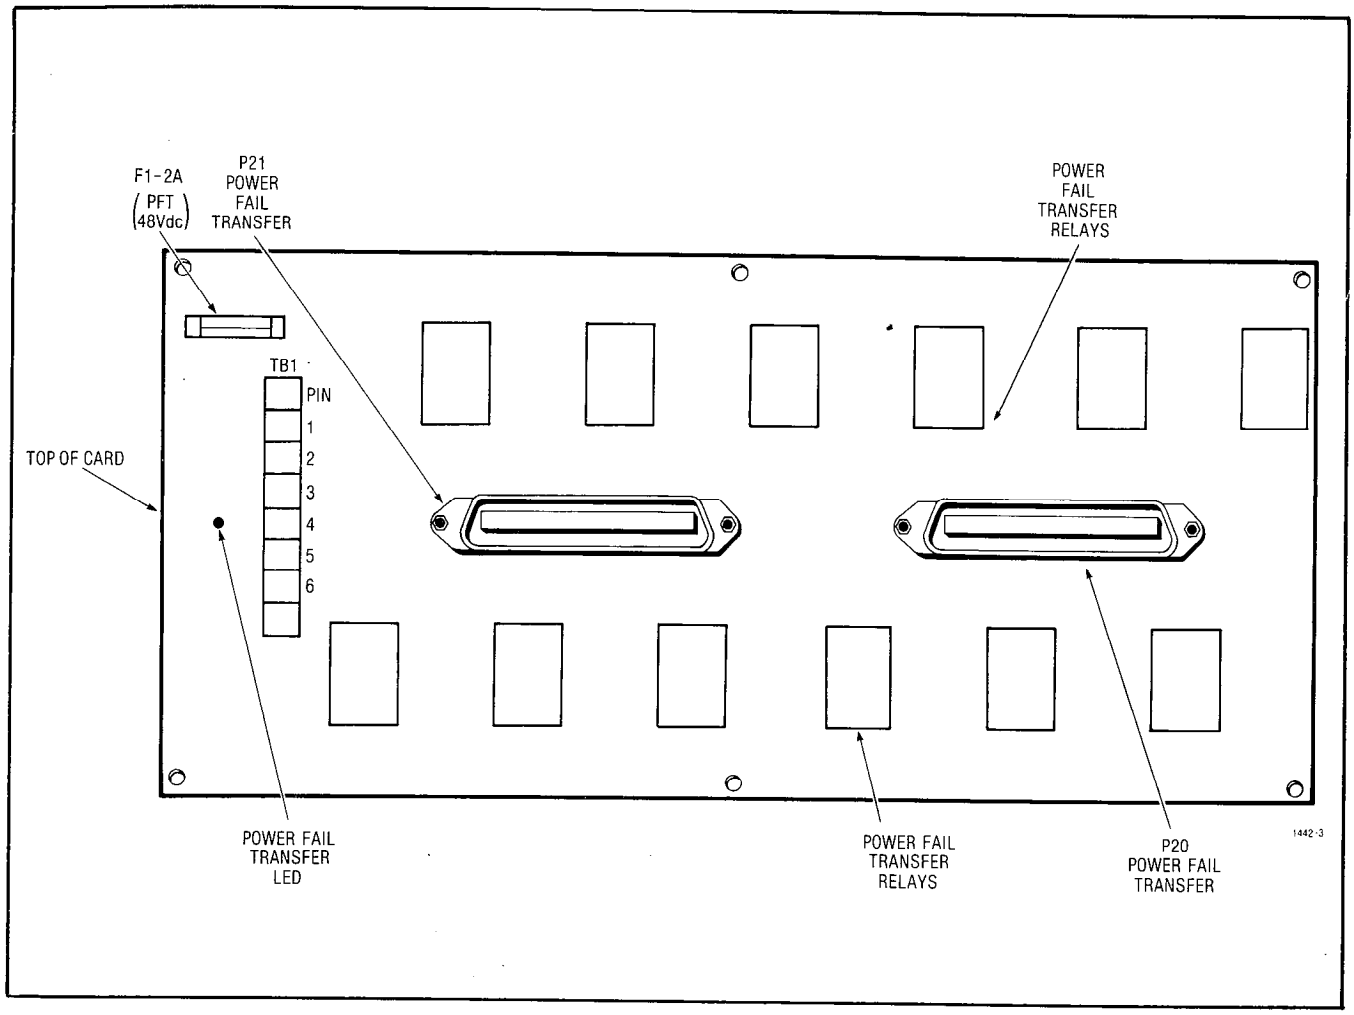

Fig. 2-6 SX-200 Power Fail Transfer Board
2.19 The SX-200 Power Fail Transfer Card (Fig. 2-6) provides for the possibility of twelve CO trunks to be connected to twelve extensions in the event of a commercial power or equipment failure. Two amphenol connectors (P20 and P21, Table 2-7) are hard wired directly to the cross connect field (Appendix 3) to provide for power fail transfer. All power for this card is provided through the cable harness to the power terminal block (TB1) at the top of the board. The power fail transfer LED on this card when not lit indicates dicates that the system is in a power fail transfer condition.